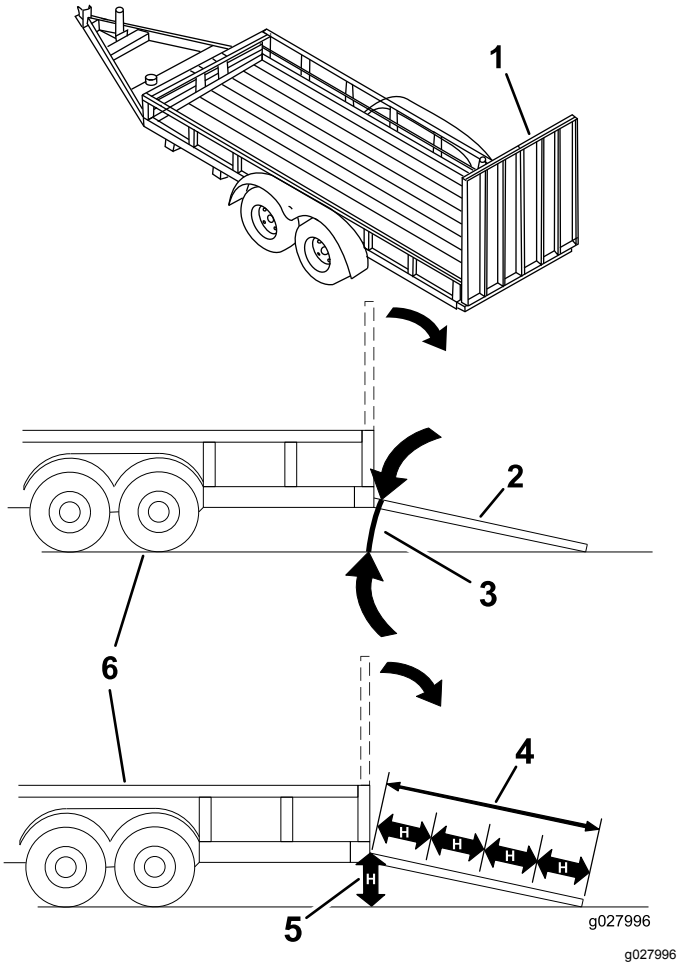

Figur 28
Pålæsning af en maskine på en anhænger eller lastbil øger risikoen for at vippe og kan forårsage alvorlig personskade eller død (Figur 28).
3. Sænk rampen, og sørg for, at vinklen mellem rampen og jorden ikke overstiger 15 grader (Figur 28).
1. Sænk rampen, og sørg for, at vinklen mellem rampen og jorden ikke overstiger 15 grader (Figur 28).